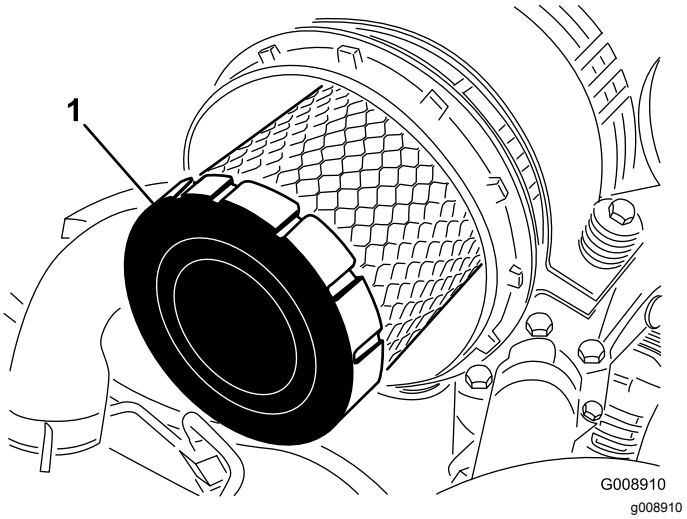

Figur 80
4. Ta bort huvudfiltret (Figur 80).